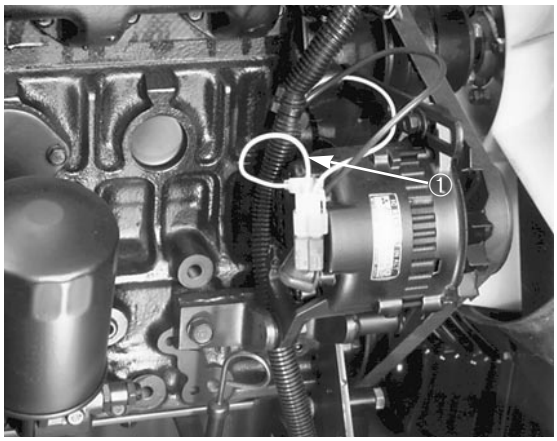

Afbeelding 2
3. Verwijder de peilstok, veeg hem schoon, steek hem terug in de vulpijp en haal hem er weer uit; het oliepeil moet tot aan de FULL (vol) markering staan (Afb. 2).